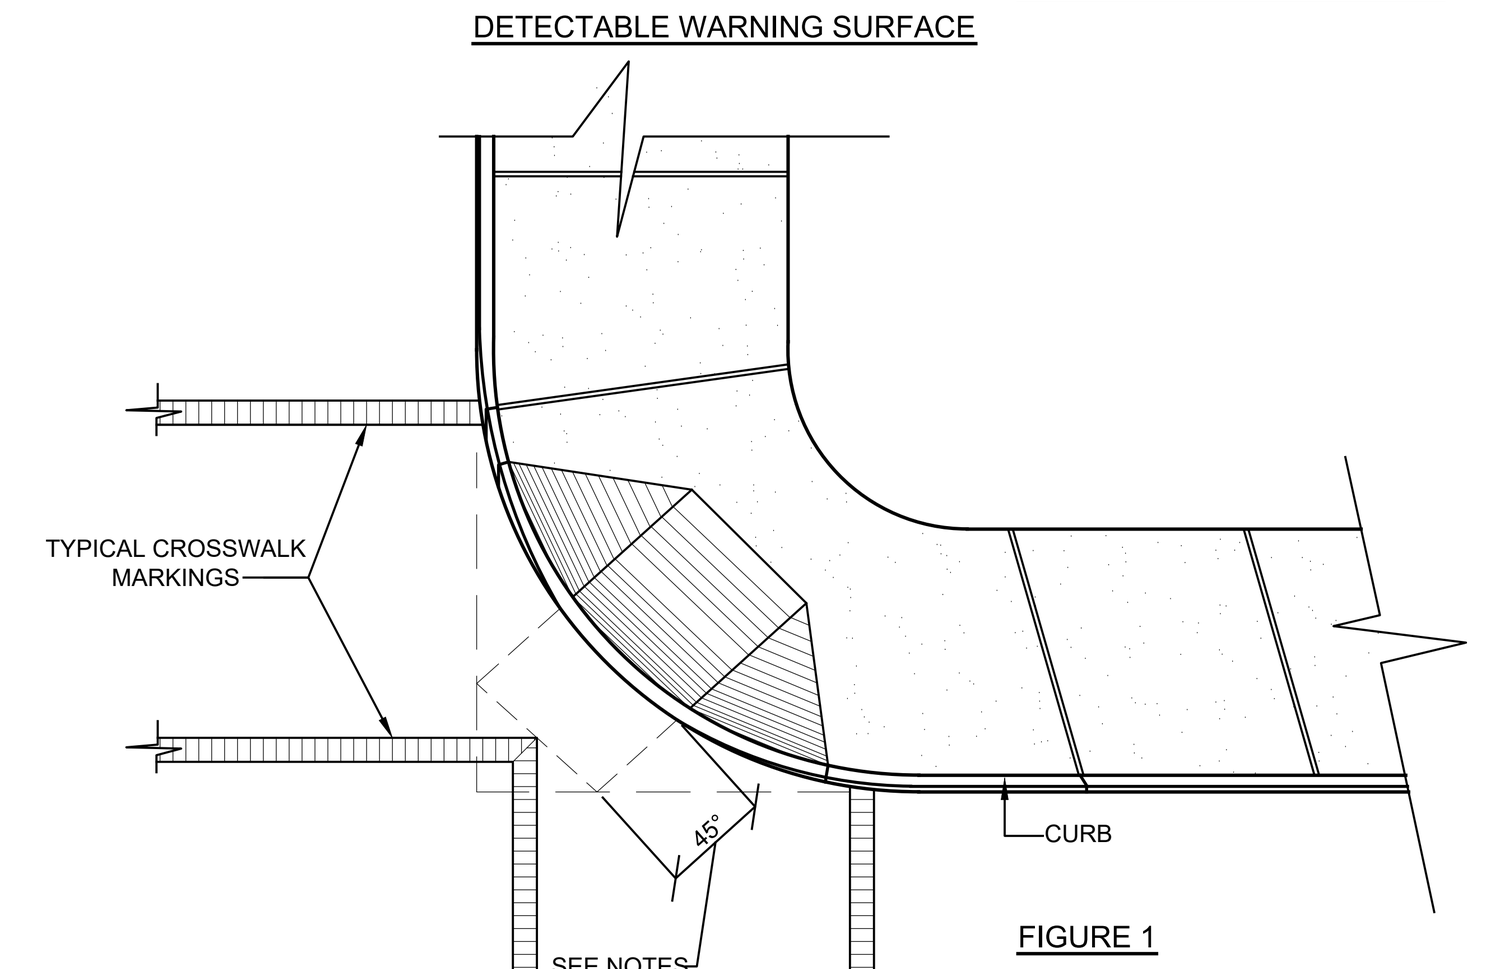

FIGURE 1
9. At a corner, where the curb radius is 25-feet or less, a single ramp (either type a or b) located diagonally can often serve crosswalks in two directions. However, a single ramp shall only be used where there is a minimum clear space of 48" falling entirely within the projection of the intersection curbs (see figure 1). Where the radius exceeds 25' or the minimum 48" clear space is not achievable, then separate ramps should be provided for each crosswalk.
11. At a corner where a single ramp (either type a or b; located diagonally serves two crosswalks, this shall be a 48" minimum clear space at the ramp bottom wholly contained within the intersection crosswalk markings (see figure 1).